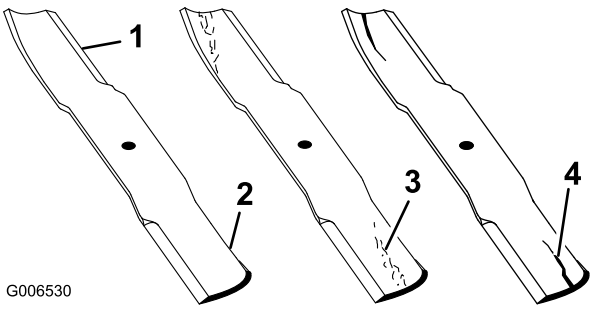

Figura 25
4. Verificate accuratamente i taglienti, con particolare attenzione ai punti d'incontro delle sezioni piatta e curva della lama (Figura 25).
Nota: Sabbia e materiali abrasivi possono consumare il metallo che connette le sezioni piatta e curva della lama, per cui si consiglia di controllare la lama prima di usare la macchina. Se notate che la lama è usurata(Figura 25), sostituitela; vedere Rimozione della lama.
Se continuate ad usare la lama usurata, si forma una scanalatura tra la costa e la sezione piatta della lama (Figura 25). Alla fine, un pezzo di lama può staccarsi e venire lanciato dal sottoscocca, con il rischio di ferire gravemente voi o gli astanti.